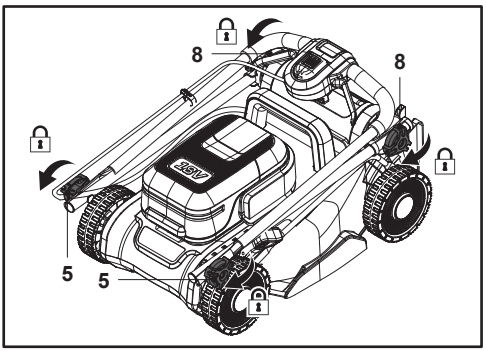

**Fig. 25**
9. Para ahorrar espacio, también puede plegar el manillar superior, pero gire los cuatro mandos de bloqueo (5, 8) para fijar bien el conjunto y evitar que se despliegue en caso de que lo vaya a almacenar en posición vertical (Fig. 25).